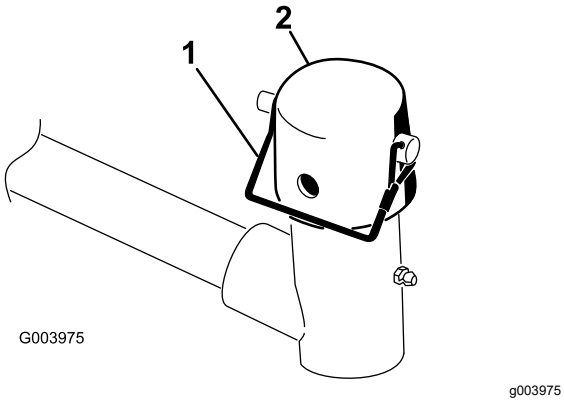

Figuur 6
8. Verwijder de borgpen en het kapje van het juk van het draaipunt van de hefarm (Figuur 6).